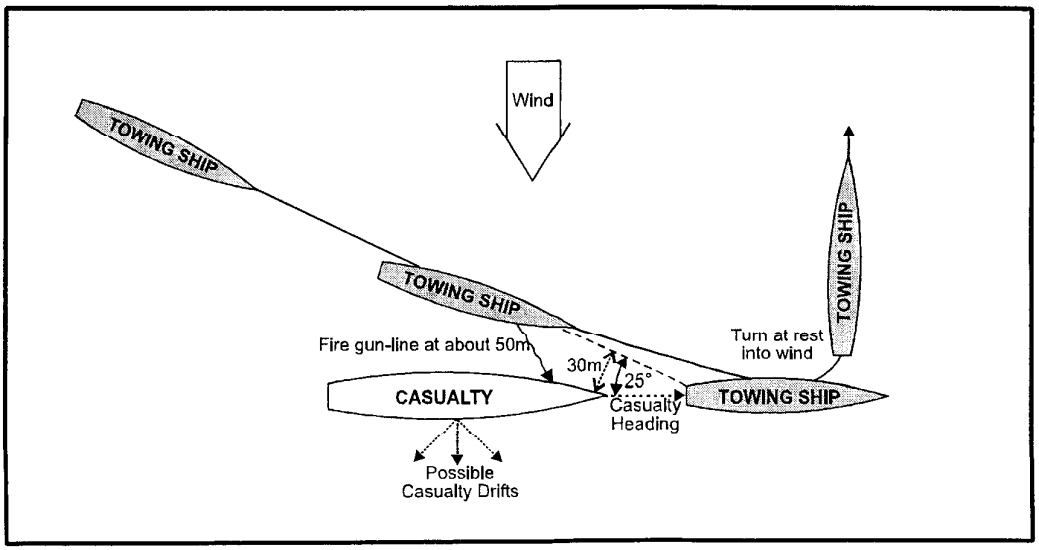

Fig 5-8. Converging Approach from the Windward Side of the Casualty
- Select an approach track that converges at an angle of about 25° to the heading of the *Casualty* (see Fig 5-8). The track should aim to pass 30 metres upwind of the *Casualty*'s bows, allowing for any 'sailing' movement of the *Casualty*, ahead or astern.